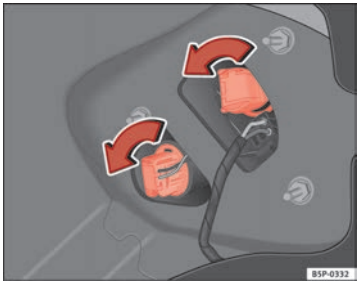

Fig. 194 Lights on vehicle body
– Turn the bulb holder to the left ⇒ Fig. 194.